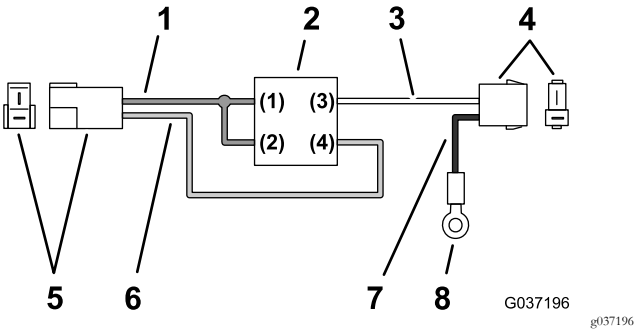

Figur 19
1. Finn relé- og ledningssatsenheten som vist i Figur 19.